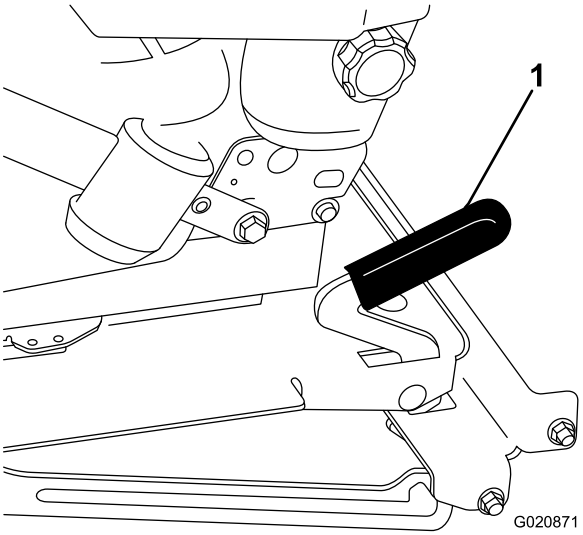

Figuur 32
2. Trek de handgreep van de stoelvergrendeling naar voren en til de stoel op om deze te ontgrendelen (Figuur 32).